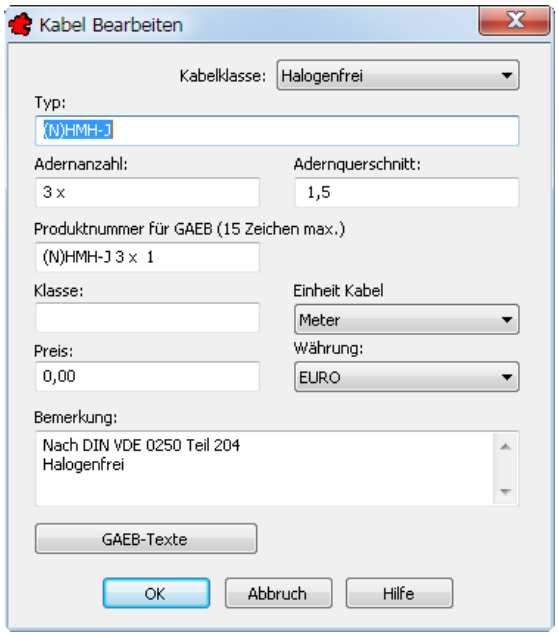

Bild 36.59 – Die Dialogbox *Kabel neu* bzw. *Kabel bearbeiten*
Die Option *Neu* erlaubt die Aufnahme weiterer Kabel. Es können beliebig viele Kabel zugeordnet werden (Abb. 36.59).
- Ein Kabel besitzt laut Kabelverwaltung drei Adern der Aderstärke 1.5 mm (vgl. Abb. 36.59).